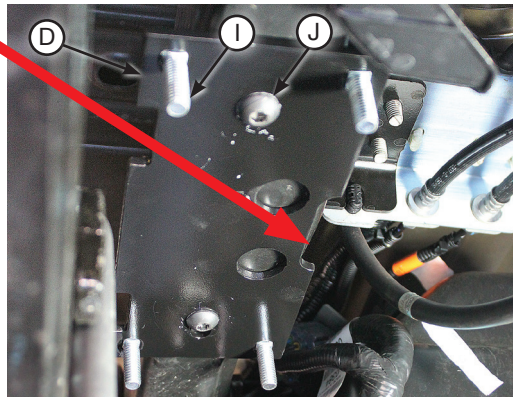
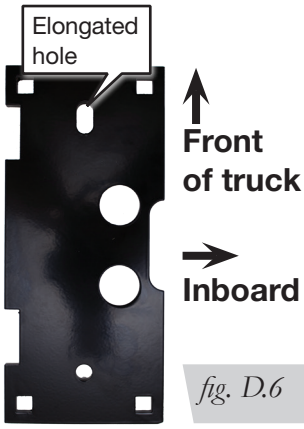

fig. D.5
fig. D.6
5. Insert the 3/8”-16 x 1.25” carriage bolts (I) into the upper frame brackets (D) and install the upper bracket onto the frame using the M10-1.5 x 35mm button-head cap screws (J). The slot that is on the side of the bracket should be inboard of the frame rail (Figs. D.5 & 6). The elongated hole should be toward the front of the truck (Fig. D.6). Torque hardware to 38 lb.-ft. (52Nm).